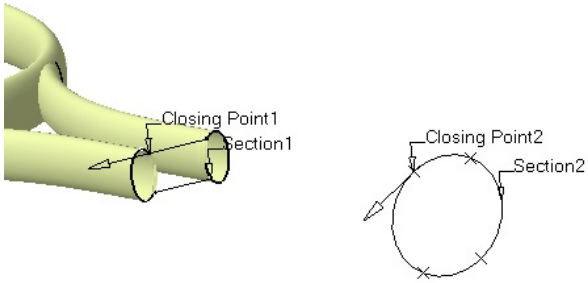

Figure 10-83 *Specifying the closing points and their directions*
12. Replace the closing points and set their directions, refer to Figure 10-83.